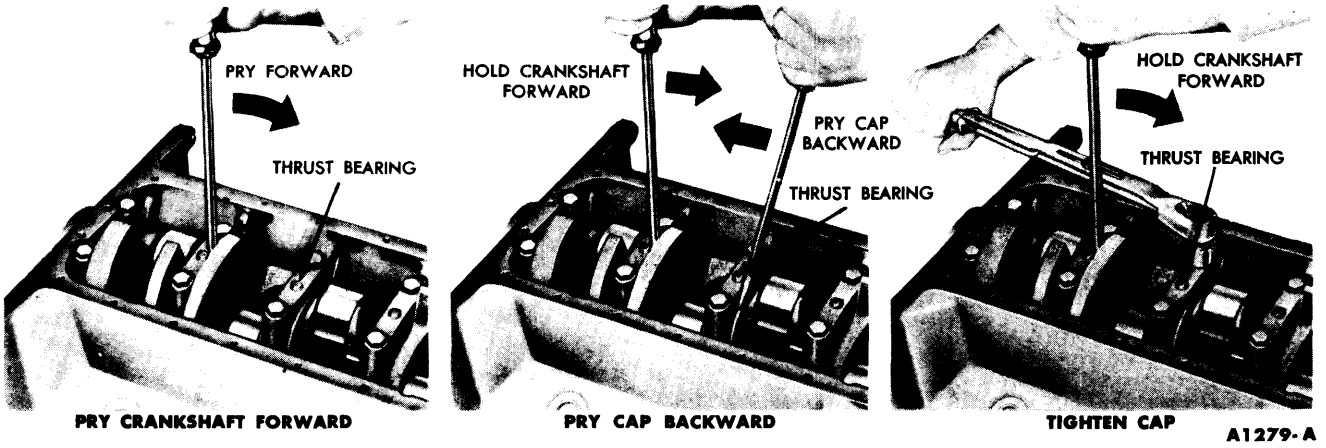

FIG. 78—Thrust Bearing Alignment
12. Pry the crankshaft forward against the thrust surface of the upper half of the bearing (Fig. 78).
13. Hold the crankshaft forward and pry the thrust bearing cap to the rear (Fig. 78). This will align the thrust surfaces of both halves of the bearing.
14. Retain the forward pressure on the crankshaft. Tighten the cap bolts to specifications (Fig. 78).